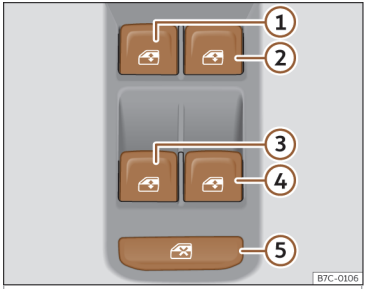

Fig. 88 Detalle de la puerta del conductor: mandos para las ventanillas.
Mediante el mando de seguridad››› **fig. 88** ⑤ de la puerta del conductor puede desactivar las teclas de los elevalunas de las puertas traseras.